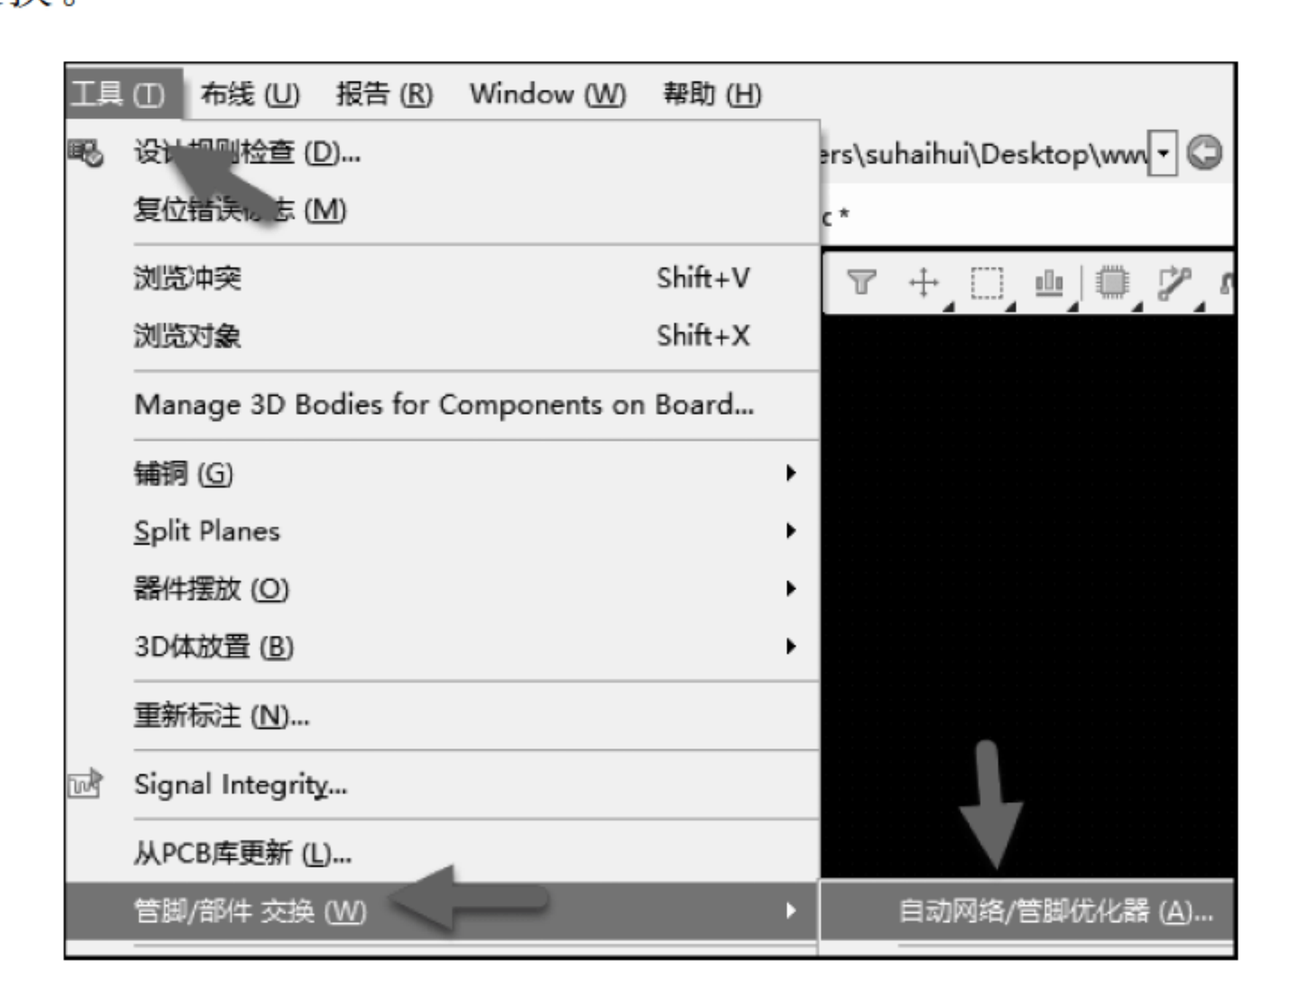
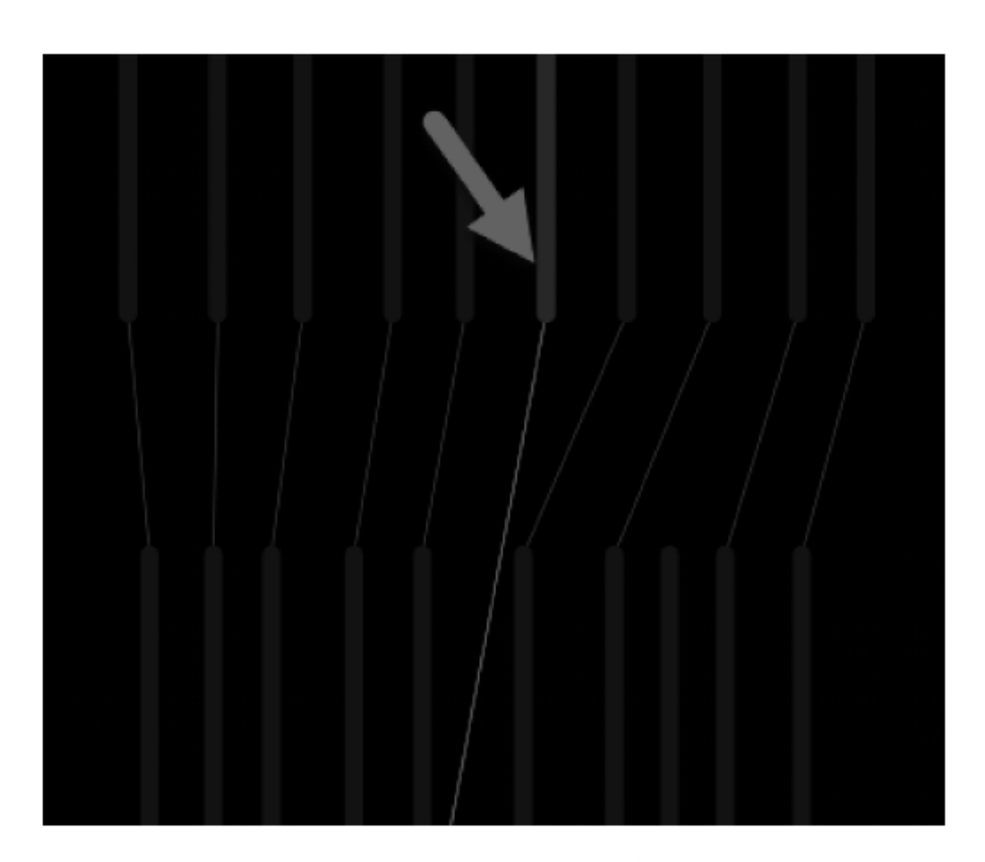

图 1-208　自动网络/管脚优化器
图 1-209　自动交换效果图
(12) 也可以选择自动交换,执行菜单栏中“工具”→“管脚/部件交换”→“自动网络/管脚优化器”命令,如图 1-208 所示。自动交换后的管脚连接情况如图 1-209 所示。从图